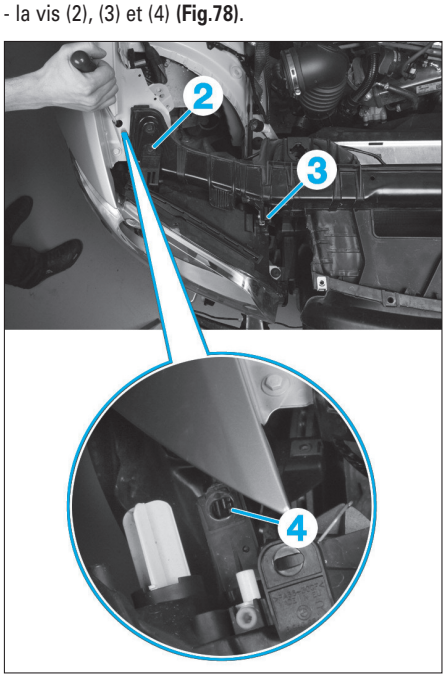

Fig. 78
- la vis (2), (3) et (4) **(Fig.78)**.